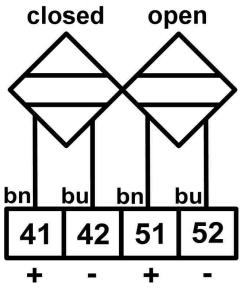

Рис. 4: Схема подключения 2-х датчиков Pepperl+Fuchs SJ 3,5-SN на 4-контактном соединительном зажиме
3.2 электрическое подключение: Все сигнализаторы конечных положений, предназначенные для низких температур подключаются электрическим путем посредством кабельных и трубных вводов с определенным моментом затяжки, см. Инструкции по эксплуатации стр. 6-9, к 4-контактному соединительному зажиму, см. электромонтажную схему рисунок 4.